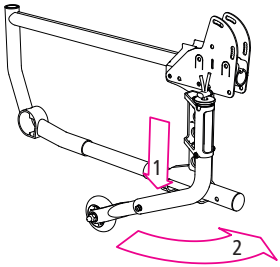

afb. 22
3. Om het anti-kiepwiel weer te gebruiken, drukt u de stang omlaag (1, afb. 22).
4. Nu kunt u het anti-kiepwiel weer terugdraaien (2, afb. 22).